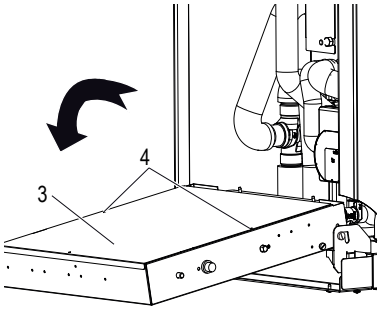

fig. 19 - comment tourner le boîtier électrique
- tourner en avant (fig. 19) retirer la plaque de couverture arrière (réf. 3 - fig. 19) fixée avec 2 vis (réf. 4 - fig. 19).